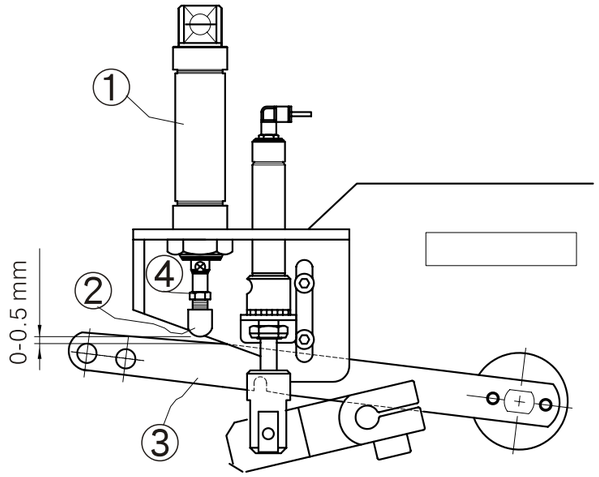

Fig. 37
1. Cuando el bloque 2 del eje principal 1 del cilindro esta en el punto muerto superior, la distancia entre el bloque 2 y la barra conector de placa 3 es del 0-0.5 mm. (Fig. 37)